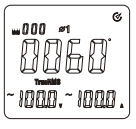

rys. 11-1
1) Naciśnij przycisk MENU aby wybrać zakres "kąt przesunięcia fazowego (sin) + napięcie (V) + prąd (A)";
4) W celu dokonania pomiaru kąta przesunięcia fazowego fazy pierwszej, wybierz przyciskiem SELECT fazę ϕ1. (patrz rys. 11-1).